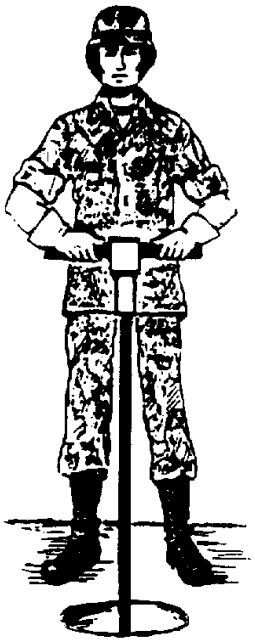

Figure H-4 Proper Method to Drive a Ground Rod
c. Drive the rod through to moist subsoil. To install a multiple–section ground rod, use a driving hammer as shown in figure H-4. Allow about 3 inches of the rod to protrude above the bottom of the hole.